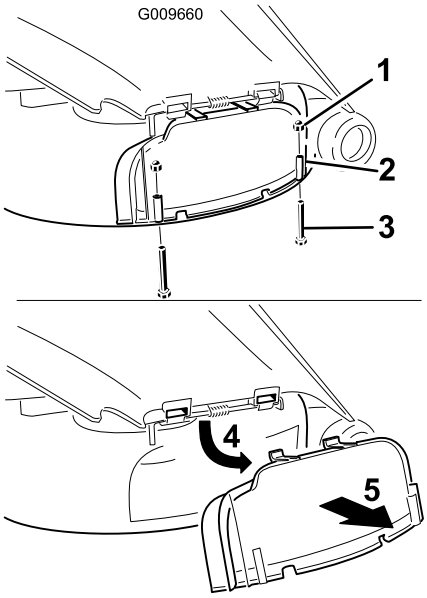

Bild 23
3. Entfernen Sie die zwei Schrauben und Muttern, mit denen die Abdeckung des Auswurfkanals am Mähwerk befestigt ist (Bild 23).